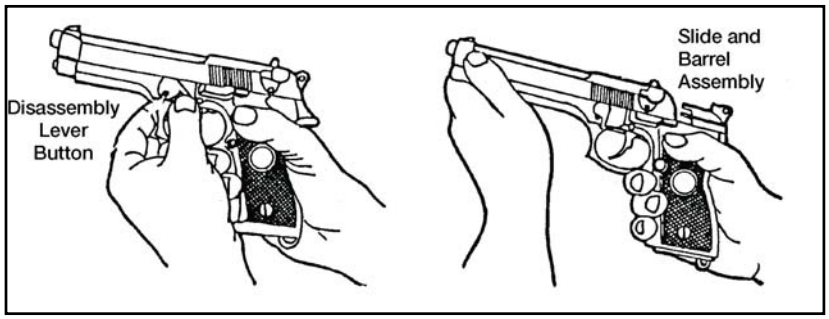

Figure 071-004-0001-1. Disassembly lever button
c. With your forefinger, press the disassembly lever button (figure 071-004-0001-1).